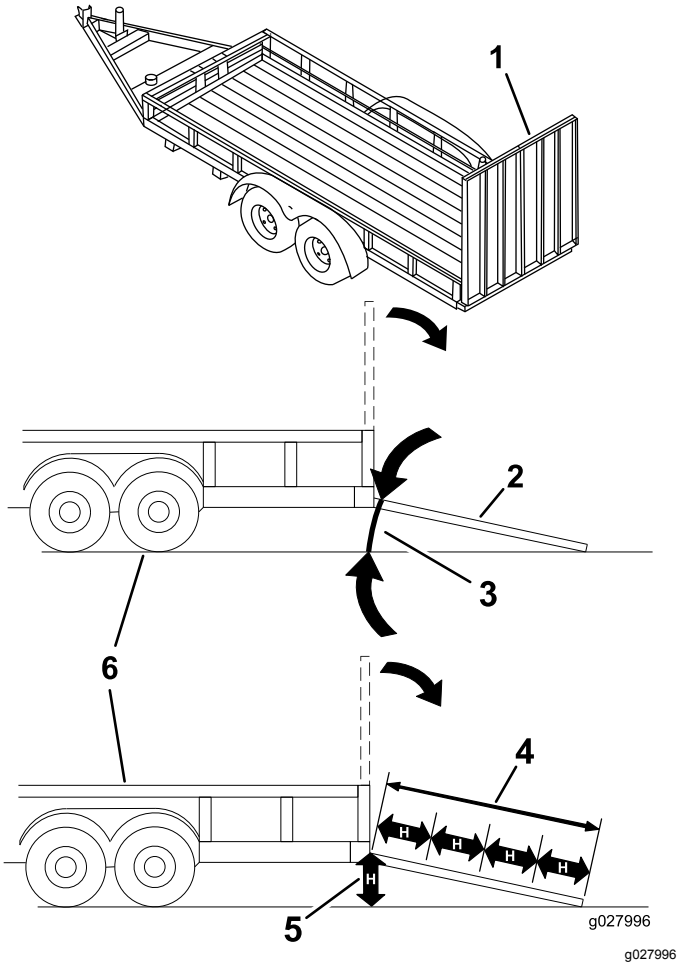

Rysunek 38
Ładowanie maszyny na przyczepę lub ciężarówkę zwiększa prawdopodobieństwo przewrócenia maszyny, co może prowadzić do poważnych obrażeń lub śmierci (Rysunek 38).
3. Obniż pochylnię i upewnij się, że kąt pomiędzy pochylnią, a podłożem nie przekracza 15 stopni (Rysunek 38).
1. Obniż pochylnię i upewnij się, że kąt pomiędzy pochylnią, a podłożem nie przekracza 15 stopni (Rysunek 38).